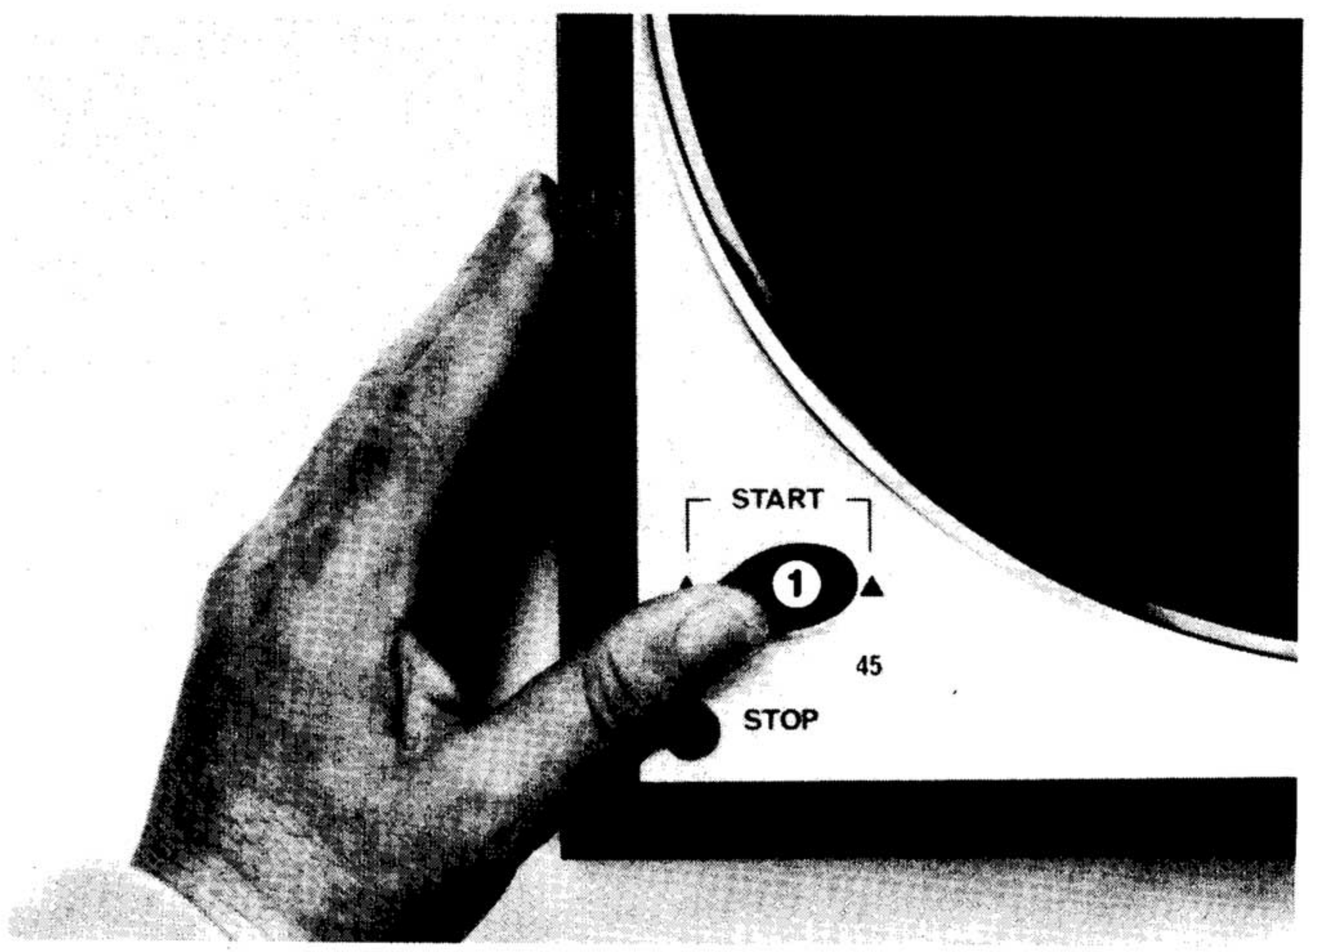

Figura 14
Partenza: Per avviare il piatto premere la manopola ① verso la posizione delle due frecce dello START (figura 14).
Se il braccio deve essere posizionato in prossimità dei solchi finali senza utilizzare il dispositivo di sollevamento (ad esempio per la scelta di un certo brano) l'autostop può intervenire in quanto sensibile alla velocità di avanzamento del braccio nei solchi finali. Per evitare questo intervento durante l'operazione tenere la manopola ① premuta verso la freccia di START (figura 14).